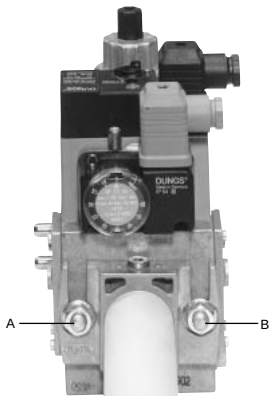
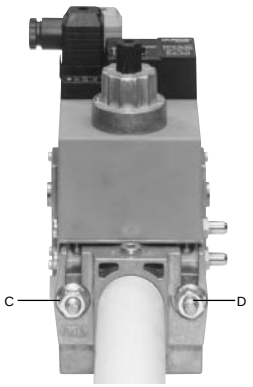
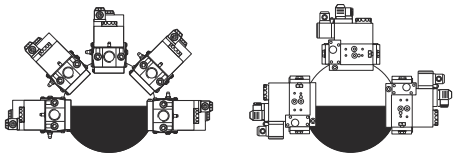

Fig. 4
Fig. 5
Fig. 7
3. tighten screws A, B, C and D (Fig. 4 - Fig. 5), accordind to the mounting positions (Fig. 7);